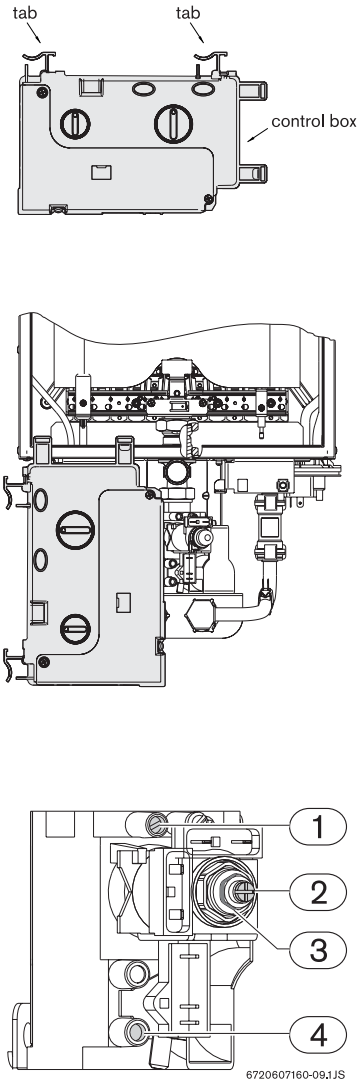

Fig. 22
13.3) To increase access to the pressure test point, the control box may be temporarily repositioned, depress the two curved finger tab latches on top of the control box and withdraw forward. Use the integral moulded hooks to hang the control from the combustion box (Fig. 22).
Open a hot water tap. The appliance is operating at its maximum power. Perform the maximum gas adjustment on the corresponding screw (Fig 22 pos 3) to the value stated in Table 1, page 6.
On the control unit front panel, place the rotary temperature control knob at position '35'. The appliance works at its minimum power. Perform the minimum gas adjustment on the corresponding screw (Fig. 22, pos. 2) to the value stated in Table 1.